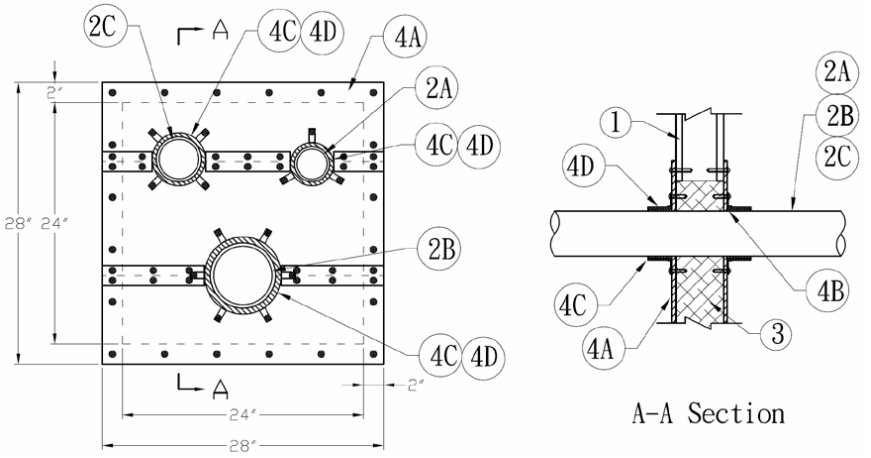

Figure 1. Through Penetration Firestop System
1. **SUPPORTING CONSTRUCTION:** Refer to Figure 1. Create a 24 in. (610mm) square, framed or solid-sided through-opening in a symmetrical, Code-conforming, 1 hour fire-rated wall assembly consisting of the min. construction features of one of the following options:
2. **PENETRATING ITEMS:** Refer to Figure 1. and Table 1.
3. **PACKING MATERIAL:** Refer to Figure 1 and Table 1. Apply the following materials as indicated below: